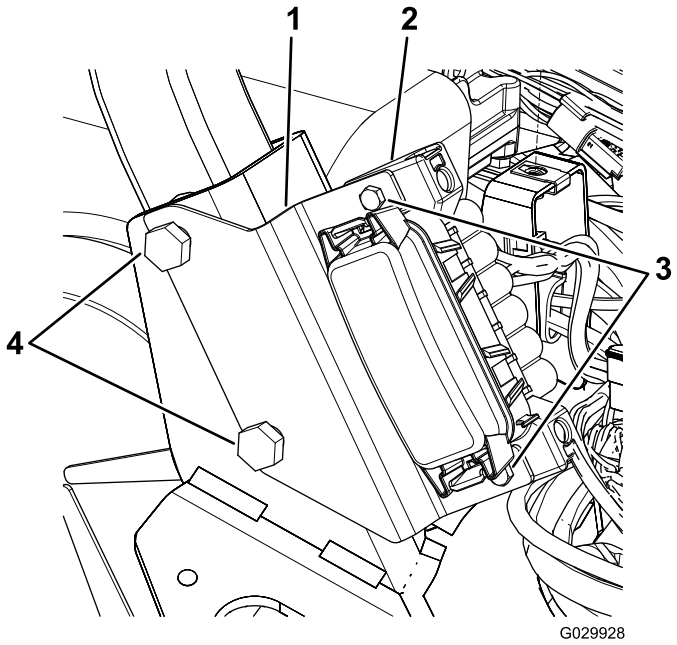

图11
1. 拧开将 ROPS 右侧固定到机架上的 2 个螺母和螺栓 （图11） 。
2. 如图11 所示，将保险丝盒支架上的插槽与螺栓对齐。
4. 使用 2 个螺丝将保险丝盒固定到支架上（图11）。